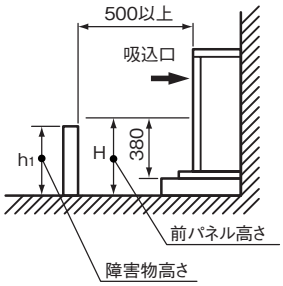

図2　前面スペース（単位：mm）
(a)障害物の高さ (h_1) がユニット前パネル高さ (H) 以下の場合は、図 2 に従って前面スペース寸法を 500mm 以上確保してください。